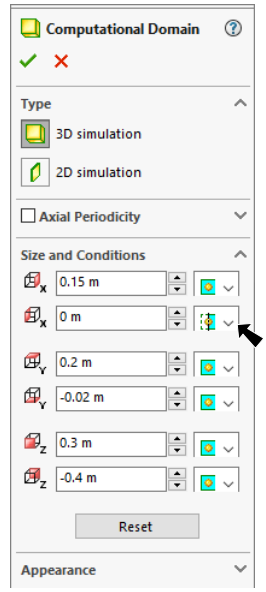

Fig. 10
Step 3. Set **X min** to **Symmetry**, **Fig. 10**.